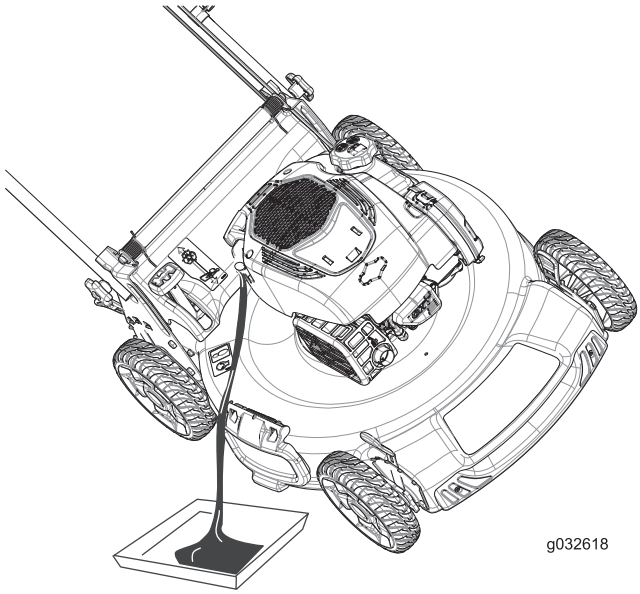

Figuur 32
3. Kantel de machine op de zijkant (met het luchtfilter naar boven) om de oude olie via de vulbuis weg te laten lopen (Figuur 32).